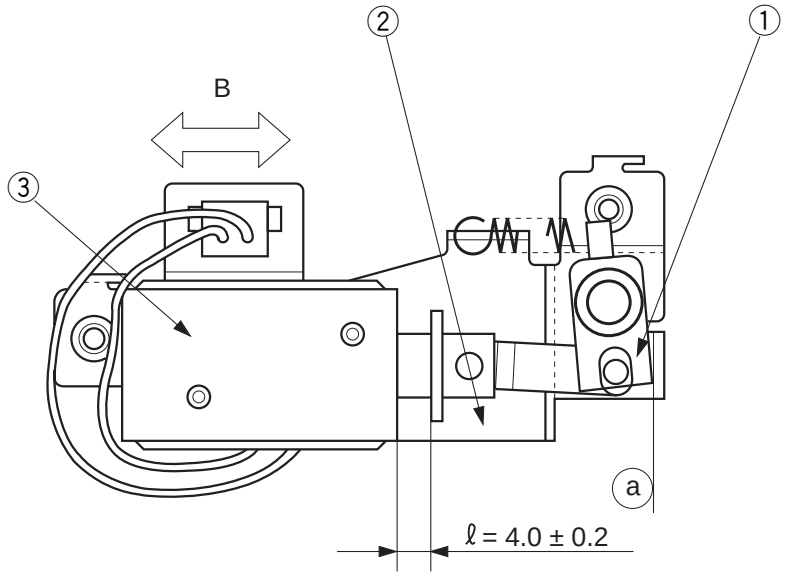

Figure 4-323
Make adjustments by loosening the two screws used to fix the solenoid ③ in place and moving the solenoid ③ into the direction of arrow B so that ℓ in Figure 4-323 is 4.0 ±0.2 mm when the joint ① is butted against point ⓐ of the solenoid support ②.